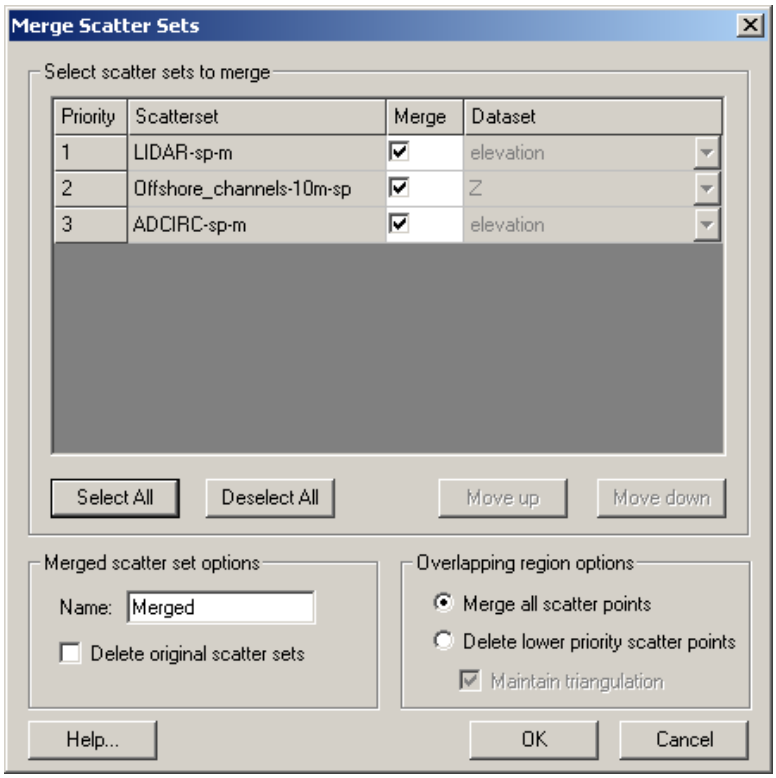

Figure 5. Merge scatter set options.
4. Select *Scatter*, *Merge Sets*, select all sets, and make sure the *Merge All Scatter Points* is check on, click *OK* (Figure 5).